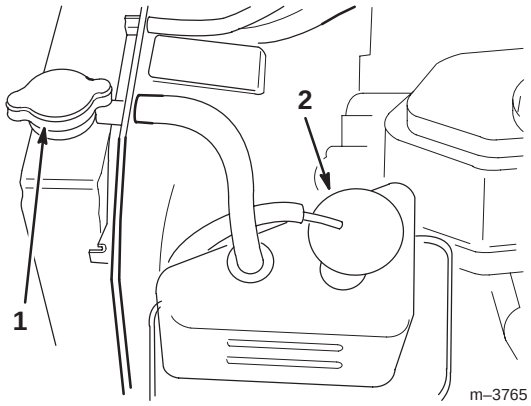

Bild 30
2. Schrauben Sie den Kühlerdeckel und den Deckel vom Ausdehnungsgefäß ab (Bild 30).